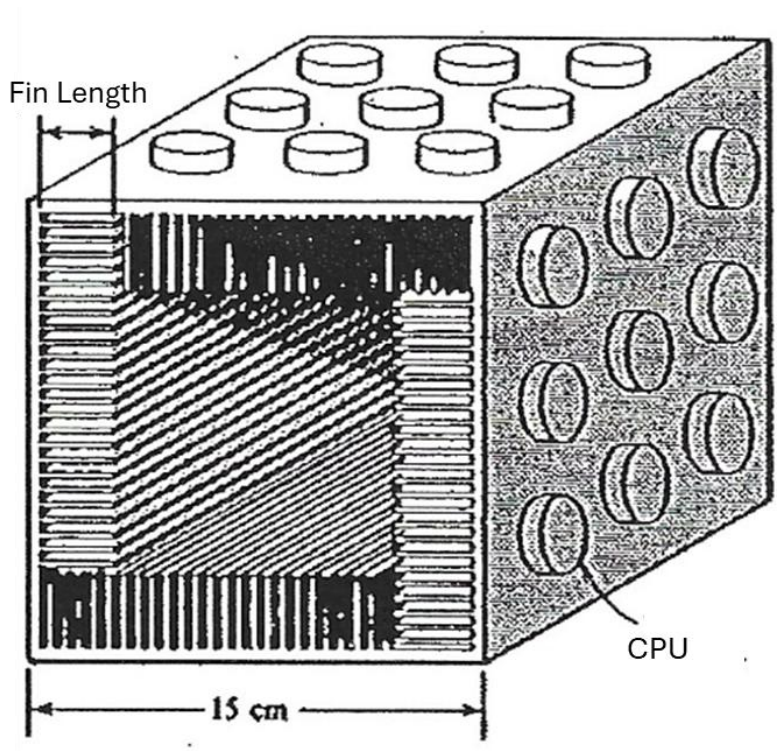

Figure 1. Duct configuration
Problem Statement: Nine CPUs (Intel Core i7 12700K) are mounted to the outer surface of each side of a square duct as shown in Figure 1. The duct has inside dimensions of 15-cm by 15-cm, duct material thickness of 1 cm, and length of 15 cm. Each CPU has a surface area of 0.0014 m^2 and is attached to the duct using a thermal paste, The sides of the duct act as a thermal spreader. For calculating fin efficiency and convective heat transfer in this project, you can assume the base temperature of the duct is uniform and constant.
4.3	The fin(s) *shall* be equally spaced across each surface as shown in Fig. 1
4) **Results:** Provide your results in tables or figures as requested in Parts 1-3. You must also explicitly show that all requirements in Table 1 are satisfied. Make sure all tables and figures are numbered and titled (as shown by Figure 1 and Table 1). Ensure that you discuss the results shown in ***every*** table and plot. Data tables for each plot must be provided in the appendix.